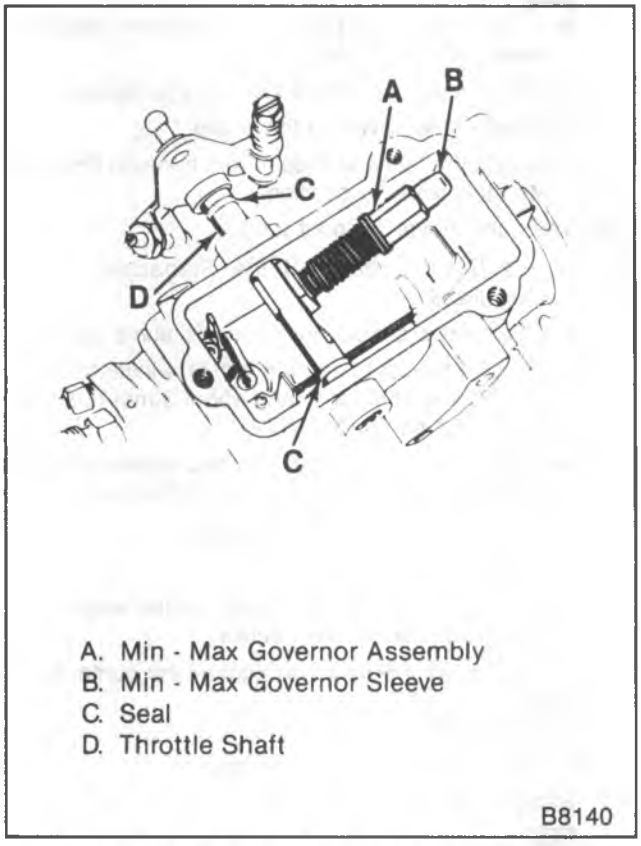

Figure 25—Injection Pump Cover Removed
Remove or Disconnect (Figure 25)
Install or Connect (Figure 25)
12. Min - max governor assembly (figure 25).
- Rotate the min - max governor assembly downward (figure 25).